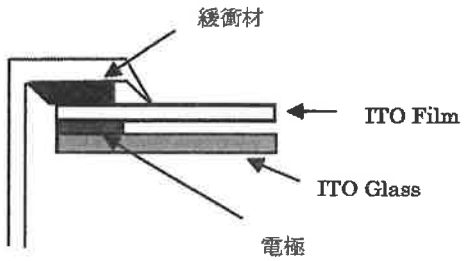

図 10-2
(5) 図 10-2 のようなﾍﾞｾﾞﾙの設計は避けて下さい。